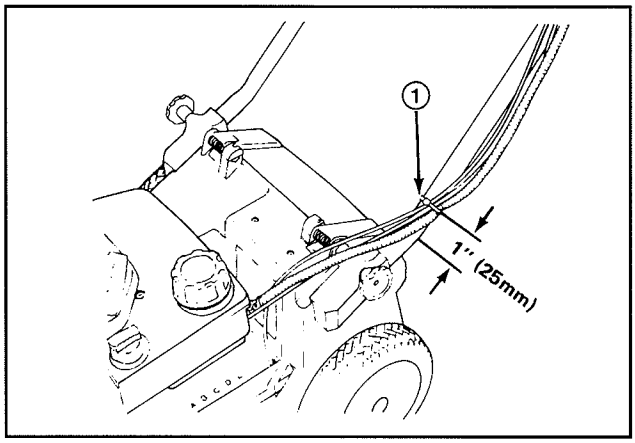

Figur 3
6. Fastgør kablet (kablerne) nederst på venstre styrerør med kabelbånd (fig. 3). Kabelbåndene anbringes 25 mm fra bukningen på styregrebet. Den korrekte kabelplacering er vist på figur 3.